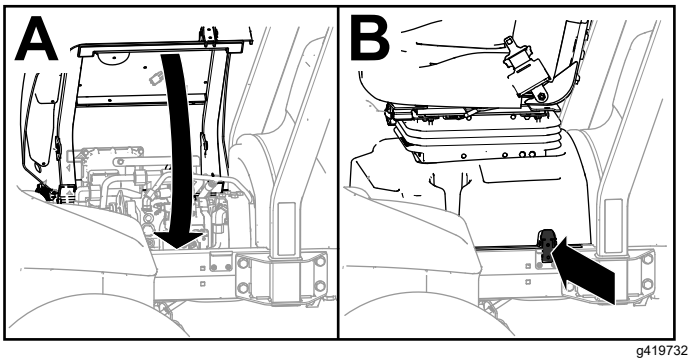

Figuur 104
4. Draai de stoel en stoelbasis dicht en vergrendel de basis (Figuur 104).